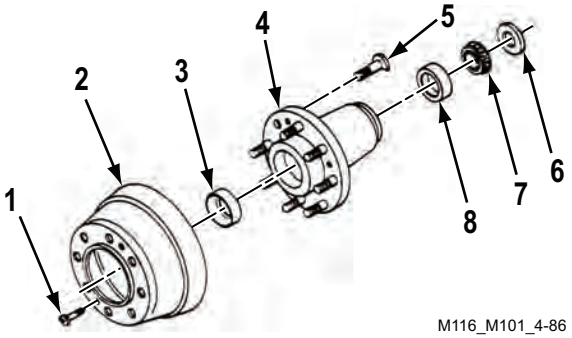

Figure 3. Hub, Brake Drum, and Wheel Bearing Assembly.
1. If removed, drive eight new shoulder bolts (Figure 3, Item 5) into hub (Figure 3, Item 4).
2. Install outer and inner cups (Figure 3, Items 3 and 8) in hub (Figure 3, Item 4).
3. Align holes in brake drum (Figure 3, Item 2) with holes in hub (Figure 3, Item 4). Loosely install two machine screws (Figure 3, Item 1) in brake drum (Figure 3, Item 2).
4. Tap brake drum (Figure 3, Item 2) against hub (Figure 3, Item 4) with soft-faced hammer. Fully tighten two machine screws (Figure 3, Item 1).
5. Pack inner bearing (Figure 3, Item 7) with grease and install in hub (Figure 3, Item 4).
6. Install new seal (Figure 3, Item 6) in hub (Figure 3, Item 4).